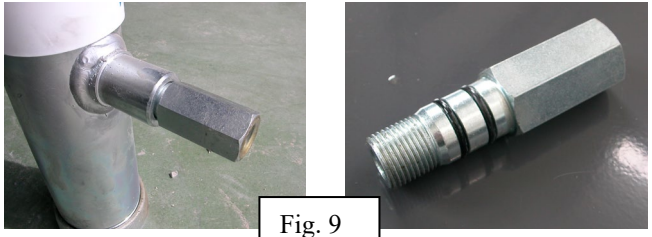

Fig. 9
- **Lowering block valve on jack (fig. 9):** in the event of breakage of the piston hose, it prevents the sudden lowering of the body, blocking it in the position it is in.